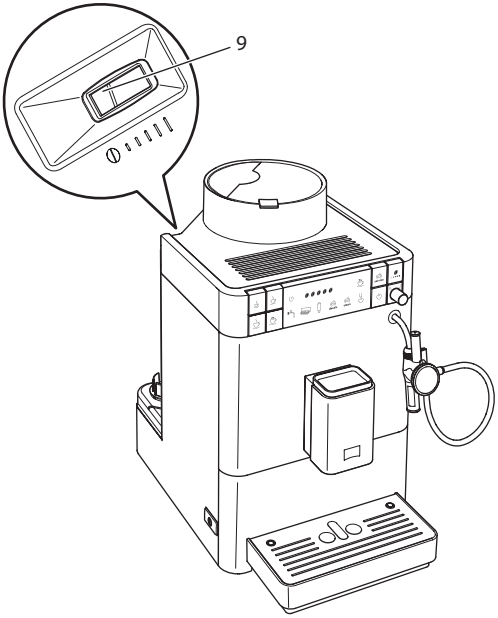

Рис. 13: Рычаг настройки тонкости помола
2. Переместите рычаг влево или вправо, как показано на *Рис. 13*.